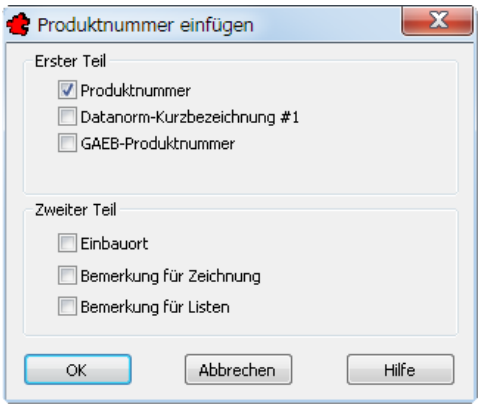

Bild 33.15 – Konfiguration des Produktnummern-Textblocks
- Stellen Sie im Dialogfeld *Produktnummer einfügen* die Optionen entsprechend ein, hier einfach *Produktnummer*. Bestätigen Sie dann (Abb. 33.15).